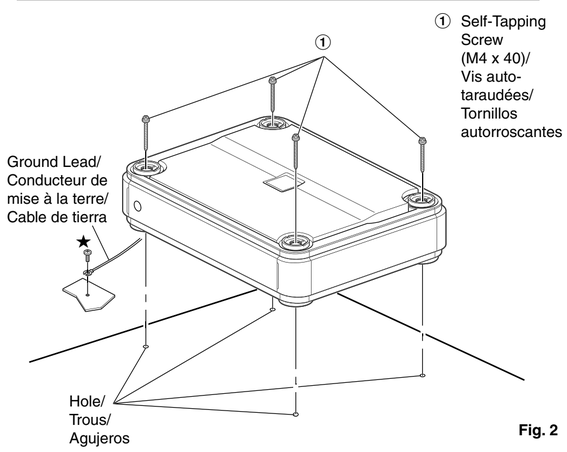

Fig. 2
• Self-Tapping Screw (M4 x 40, see ① of Fig. 2 on the left) 4
3. Fasten the unit down with the four self-tapping screws (M4 x 40, supplied).Refer to fig.2.